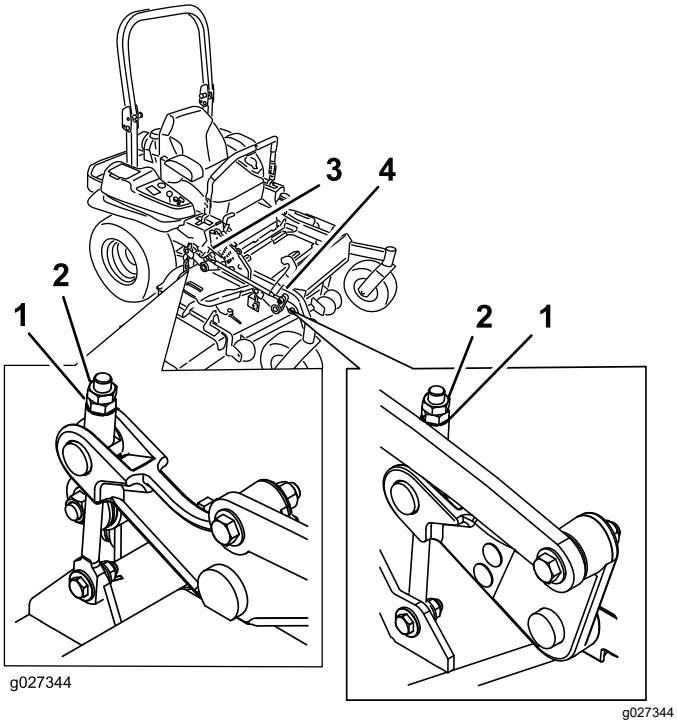

Figur 114
10. Finjuster justeringsmutteren på den fremre klippeenheten ved å vri på den (Figur 114).
16. Finjuster skruejusteringen ved å vri den til 8,3 mm høyde (se Figur 114).